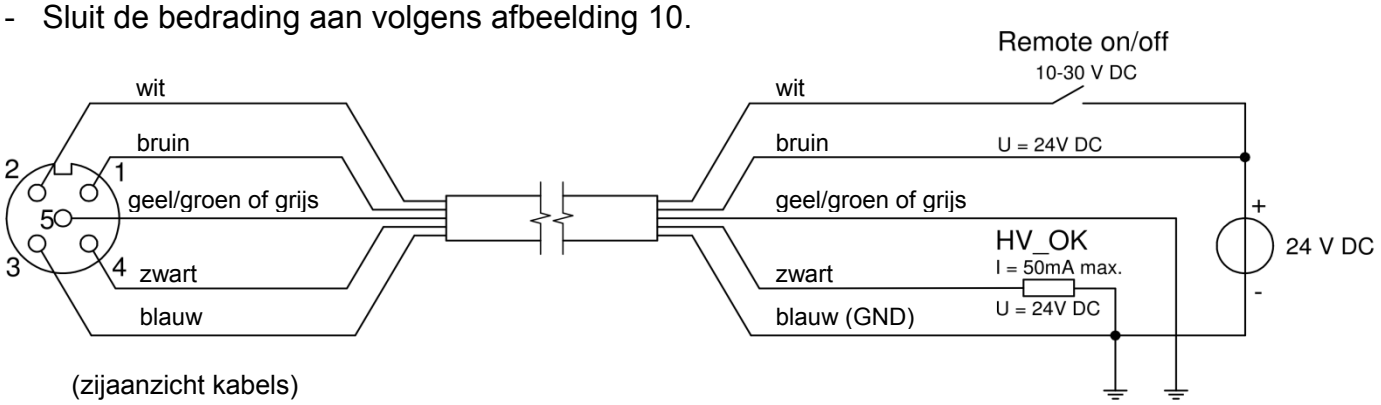

Afbeelding 10: Bedrading
- Sluit de bedrading aan volgens afbeelding 10.